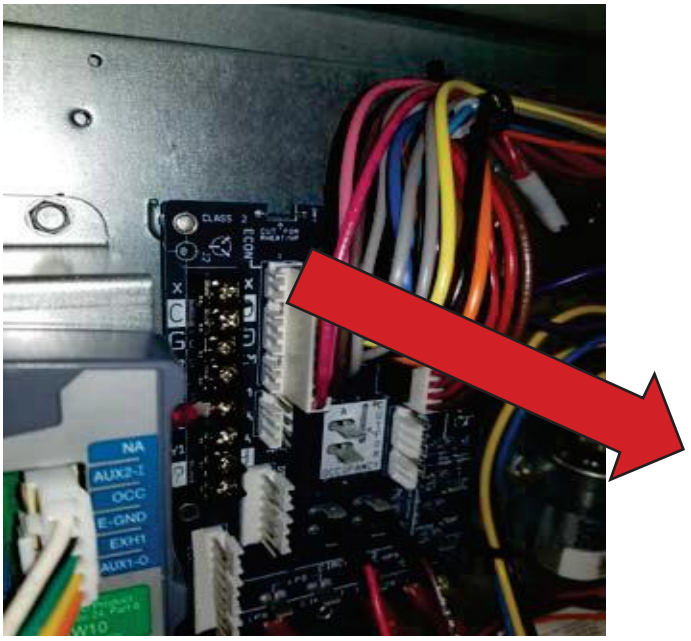

Figure 18 – Unplug ECON plug from Central Terminal Board (CTB)
1 - The controller's wiring harness is designed specifically for EcoBlue, Axiom-Fan and X-vane units with the Unit Control Board (UCB). If your unit has the older Central Terminal Board (CTB) or Centrifugal Supply Blower then you must purchase a different harness (MicroMetl P/N 9962-0407 & 9962-0407-SAOAEXT, NV Customers order P/N 1002-0407) and skip to STEP 25, Figure 18.
Step 25: Unplug the 10-pin female ECON plug currently connected to the Central Terminal Board (CTB). See Figure 18.